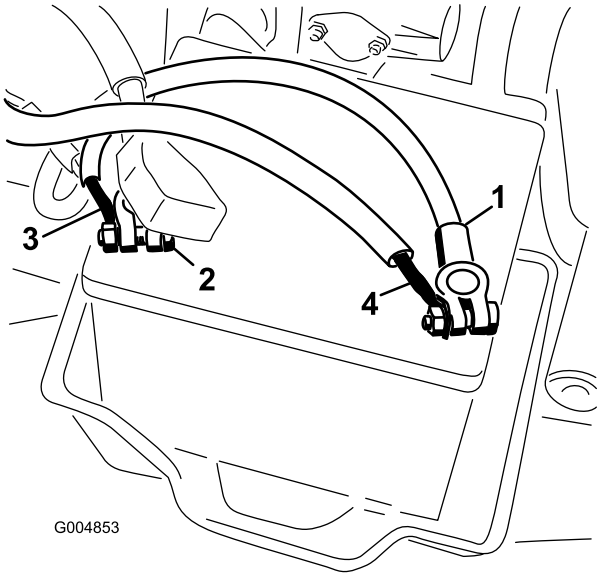

**Rysunek 26**
11. Podłącz wiązkę zasilania do dodatniego bieguna akumulatora (Rysunek 26).
12. Podłącz czarny przewód do ujemnego bieguna akumulatora (Rysunek 26).